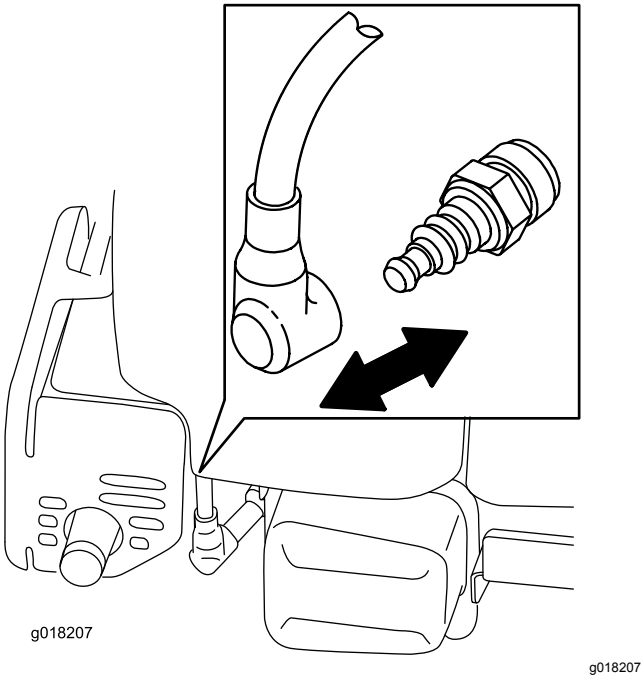

Figur 21
2. Lossa tändkabeln från tändstiftet (Figur 21) innan du utför underhåll.